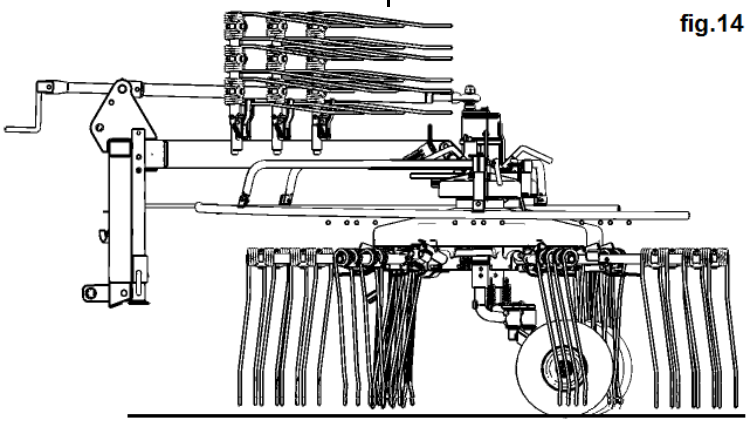

fig.14
7. **Fig.14 -** Controllare che i rotori siano paralleli al terreno e che i denti sfiorano il terreno. Se è il caso abbassare le ruote ad un'altezza più appropriata.
7. **Fig.14 -** Verify that the rotors are parallel to the ground and the tines tough lightly the ground. If it is necessary to lower the wheels to the height more suitable.